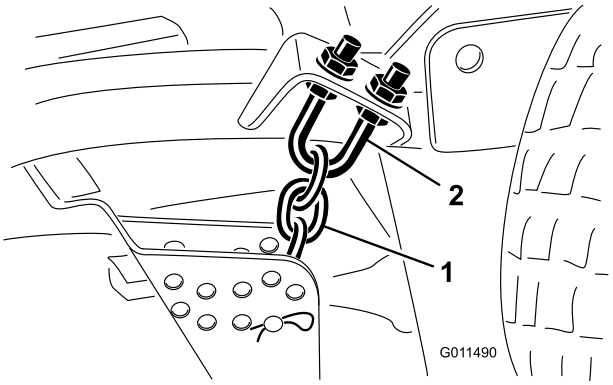

Figur 80
1. Lossa kontramuttrarna överst eller underst på klipphöjdskedjans U-bult (Figur 80).